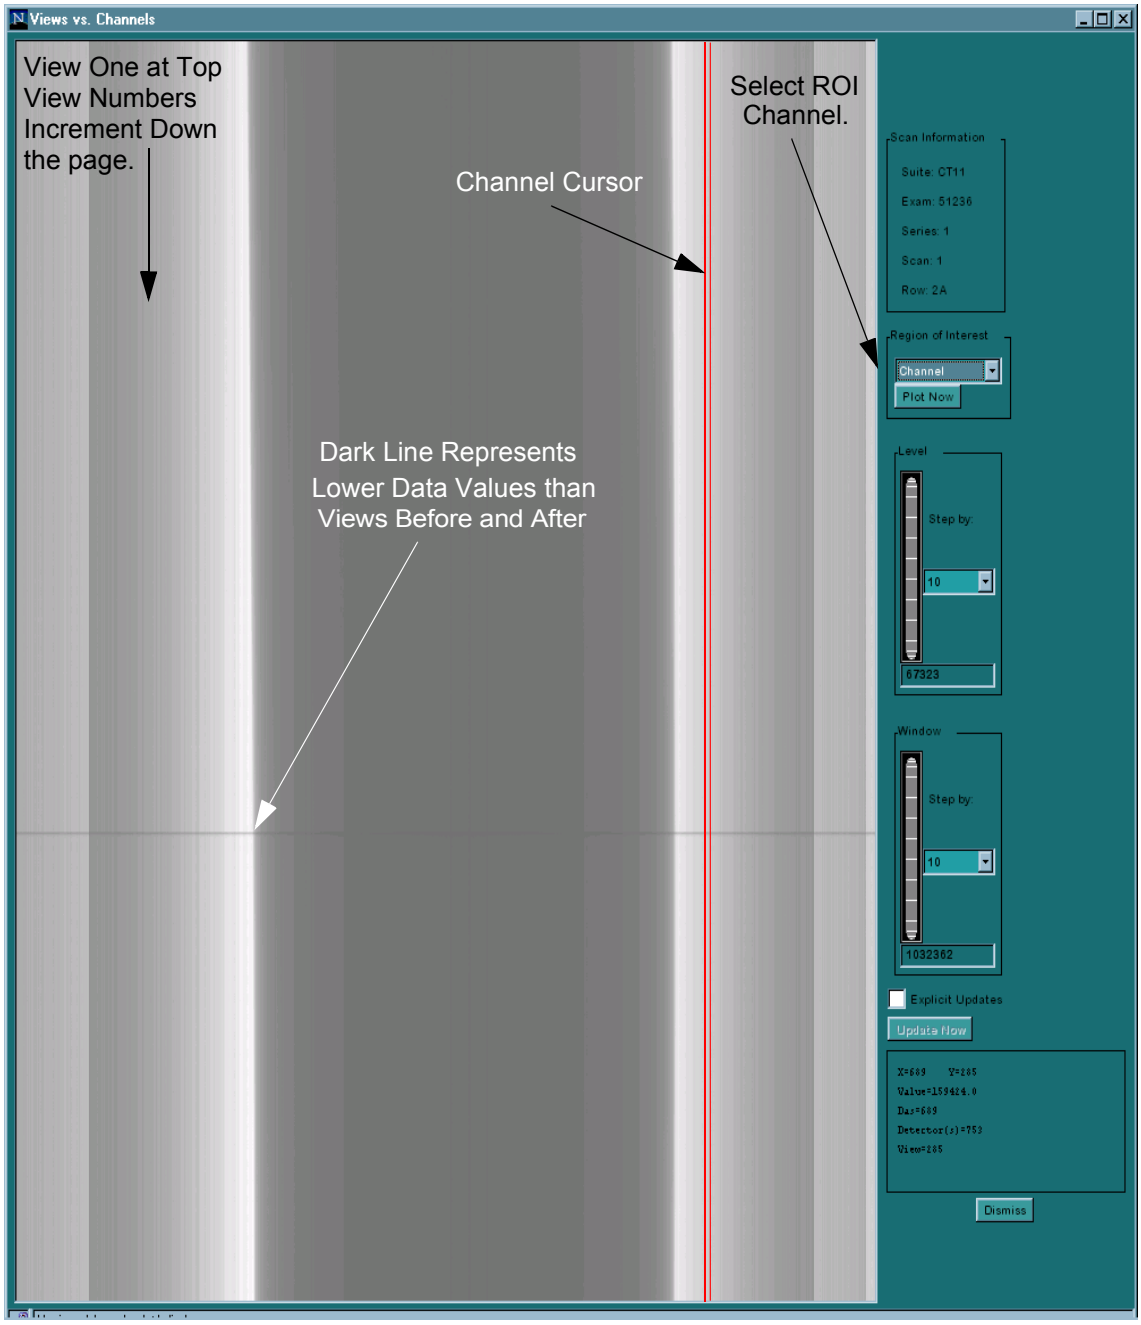

Figure 2-68 VVC Tube Spit Data Example
- **VVC** data for scan (refer to Figure 2-68). Dark horizontal lines are views with data values lower than the views immediately before and after.